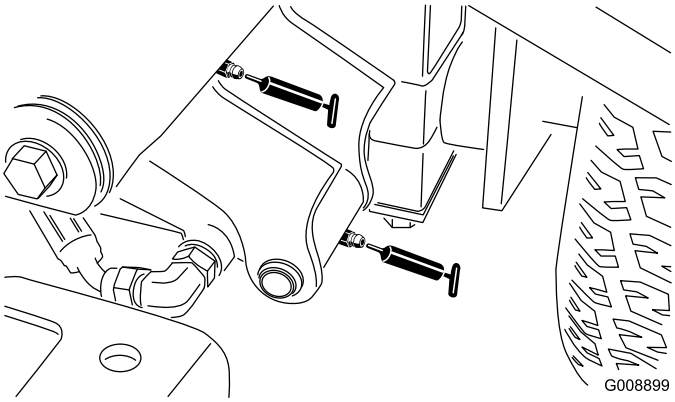

Figuur 52
- Draaipunt van voorste hefarm links en hefcilinder (2) (Figuur 52)